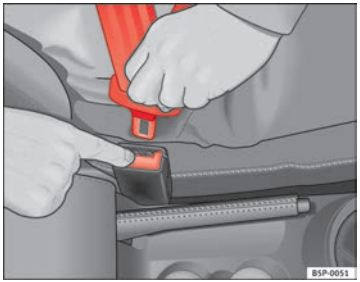

**Fig. 16 Remove latch plate from buckle**
– Press the red button on the belt buckle ⇒ Fig. 16. The latch plate is released and springs out ⇒ ⚠.